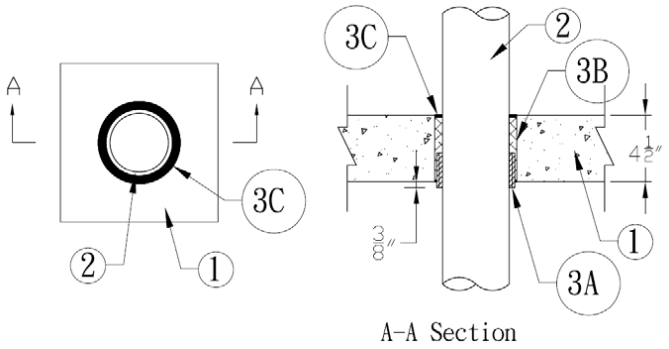

Figure 1. Through Penetration Firestop System
1. **SUPPORTING CONSTRUCTION:** Refer to Figure 1. Create a 5-1/2 in. diameter, round through-opening in a Code-conforming, 2 hour fire-rated floor or wall assembly consisting of the following min. construction features:
2. **PENETRATING ITEM:** Refer to Figure 1 and Table 1. Position a nominal 4 in. diameter Schedule 40 plastic pipe in the opening made in the Supporting Construction (Item 1). Use any of the following pipe types: PEX, AquaRise®,
3. **FILL, VOID, OR CAVITY MATERIAL:** Refer to Figure 1 and Table 1. Apply the following materials as indicated below: